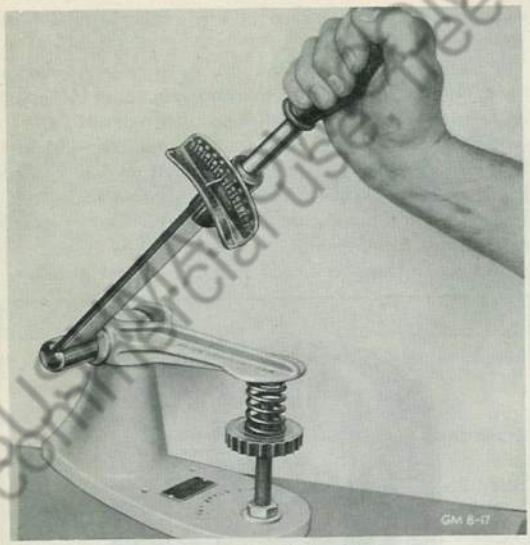

Fig. 50 Testing Valve Springs
B. Valve Springs and Caps—A valve spring tester, such as illustrated in Fig. 50, is necessary to accurately test spring pressure.
2. Test valve springs for **pounds** pressure at different lengths of spring compression. See "Specifications." This should be done on a suitable tester, such as the one illustrated in Fig. 50 which is used in connection with a torque wrench. It is extremely important that instructions supplied by the manufacturer of testing equipment be followed carefully to obtain satisfactory results. Data given in "Specification" section lists required pressure in **pounds** by weight, **not in foot pounds.** Type of tester illustrated automatically converts pressure from "foot pounds" into "pounds." When torque wrench reading is taken and multiplied by two (2) at time tester clicks to indicate that spring has been compressed to predetermined length.